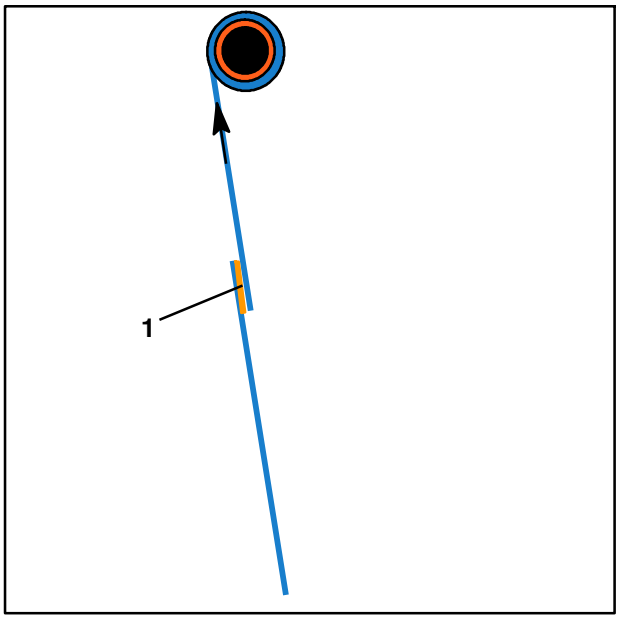

Fig. 207 Collure du côté recto avec du ruban adhésif double face
2. Coller sur l'extrémité de la bande (côté recto) un morceau de ruban adhésif double face d'une largeur de 3 cm environ (Fig. 207/1).
4. Coller le début de l'autre bande sur le ruban adhésif (Fig. 207/1) en évitant le plus possible de former des plis.